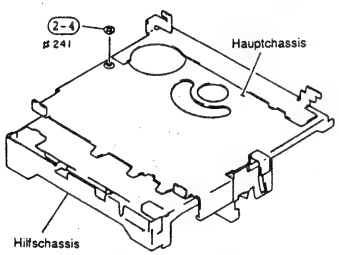

Abb. 2-55
4) Eine (1) Scheibe entfernen, mit der die Mittelstiftwelle befestigt ist (siehe Abb. 2-55).